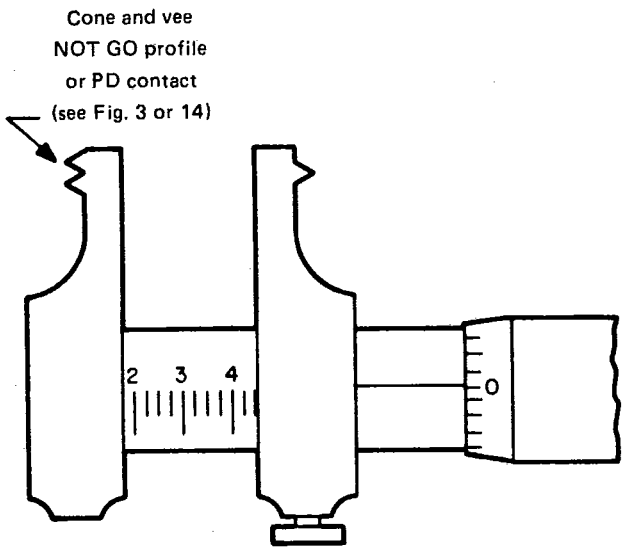

FIG. 18 INSIDE MICROMETER, CALIPER TYPE
4.16.1 Purpose and Use. Inside micrometers, caliper type, and direct-reading measuring instruments. Cone and vee contact points are modified for a NOT GO profile or pitch diameter contact only (see Fig. 18).